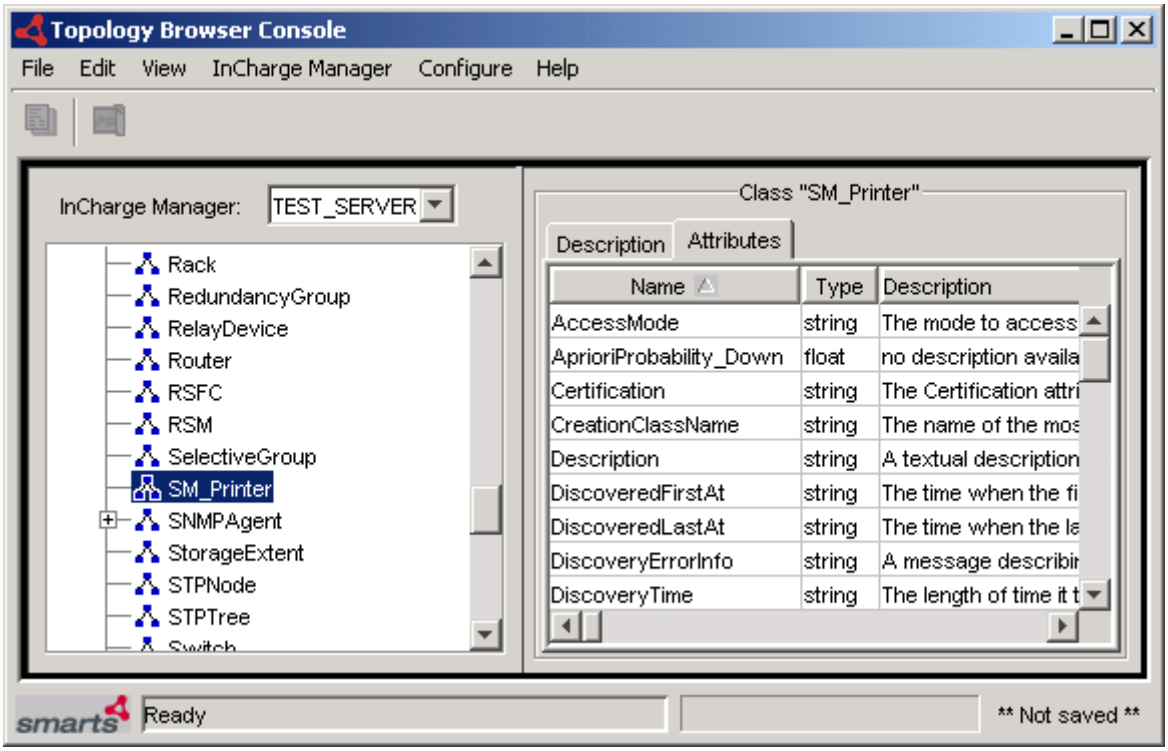

Figure 2-1 SM_Printer class in topology of TEST_SERVER
3. In the Topology Browser Console, verify that the SM_Printer class has been added, as shown in Figure 2-1 on page 2-5.